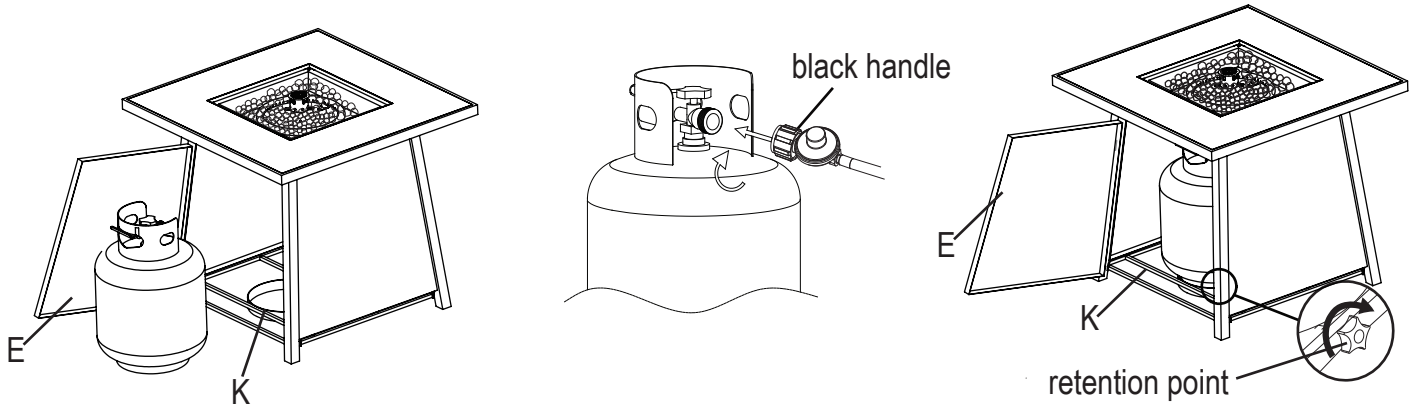

Figure 10
10. Open the door panel (E). Place the gas cylinder into the gas cylinder support (K) and connect the regulator by turning the black handle clockwise to tighten. To remove the regulator, turn the black handle counter-clockwise. Secure the gas cylinder by tightening clockwise the retention point found on gas cylinder support (K), (see Figure 10), so that the gas cylinder cannot move from side to side or fall down. The knob on the control panel is turned all the way to the “OFF” position when the fire pit in NOT in use.